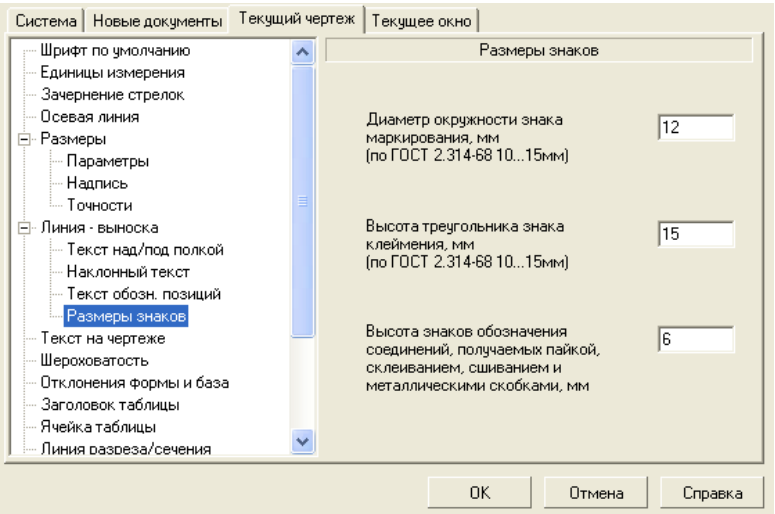

Рисунок 8.11– Диалоговое окно Параметры с открытой вкладкой Текущий чертеж и панелью Размеры знаков
– щелкните по пункту Линия-выноска, а затем – по пункту *Размеры знака.* В правой части появится панель *Размеры знаков*, показанная на рисунок 8.11.